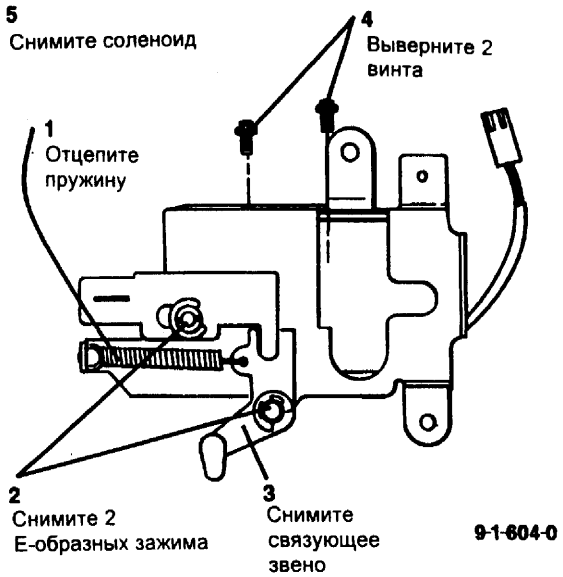

Рис. 2 Снятие соленоида регистрации по кромке
3. (Рис. 2) Снимите соленоид регистрации по кромке.